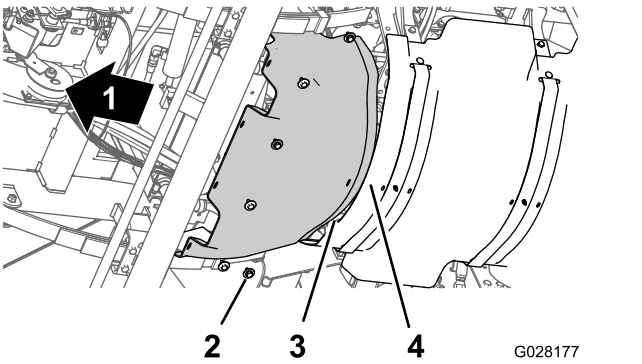

図 59
1. 前側防熱シールドの後部フランジを後防熱シールドの前側フランジに合わせる図 59。
2. 前側防熱シールドの穴を、シャーシのねじ穴に合わせる図 59。
3. 前側防熱シールドを機体に固定するソケットボルト6本とワッシャ6枚図 59ステップ 前側防熱シールドを取り外す (ページ 48), 3で外したものを使用する。